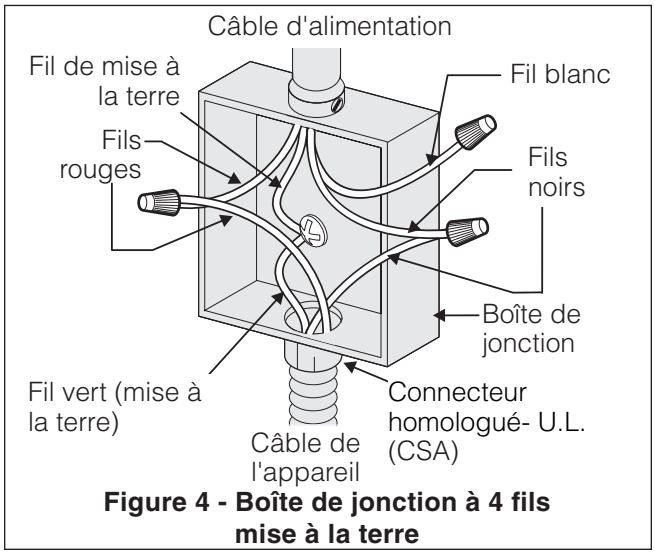

Figure 4 - Boîte de jonction à 4 fils mise à la terre
Quand la mise à la terre par le fil neutre (blanc) est interdite, vous devez utiliser un câble d'alimentation à 4 fils. Voir la figure 4. Ne pas suivre cet avertissement peut avoir pour résultat l'électrocution ou d'autres blessures personnelles sérieuses.
Si la table de cuisson est utilisée dans une nouvelle installation de circuit branché (1996 NEC), maison mobile, véhicule récréatif, ou où les codes locaux ne permettent pas la mise à la terre par le fil neutre (blanc) (voir figure 4):
2. Dans le disjoncteur, la boîte de fusibles ou la boîte de jonction : brancher l'appareil au câble d'alimentation comme indiqué à la figure 4.